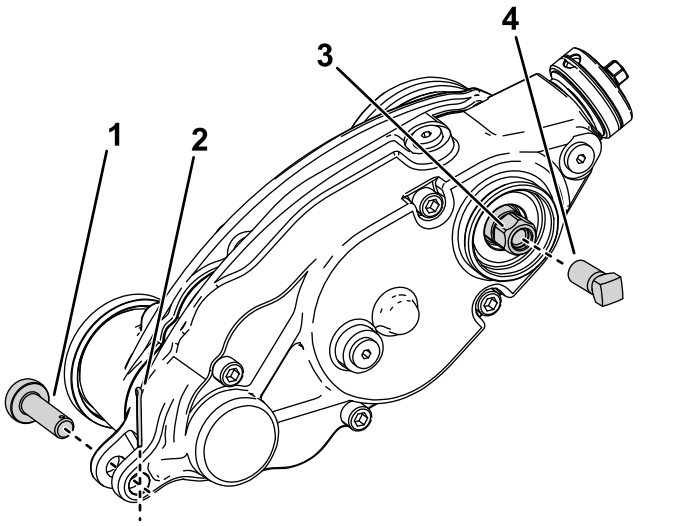

Figura 28
3. Rimuovete il perno di regolazione e la coppiglia che collegano la scatola di trasmissione del groomer ai bracci di regolazione (Figura 28).
6. Rimuovete la scatola di trasmissione del groomer dal cilindro di taglio ruotando la testa esagonale della trasmissione del groomer (Figura 28).